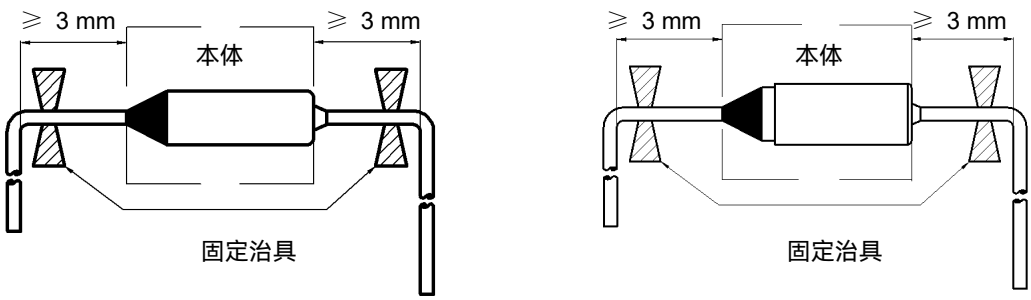

图1
2. 引线应在距离温度保险丝本体5 mm或以上的地方弯折（参考图1）。